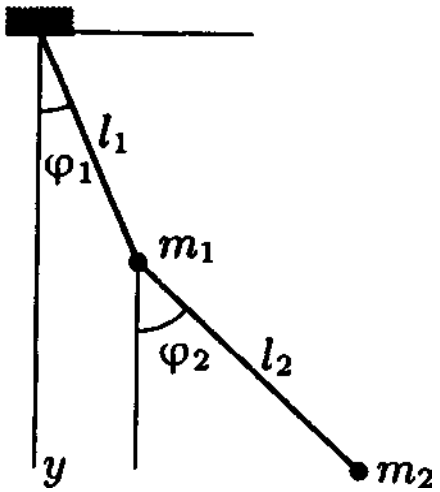

Рис.4.
2. Двойной плоский маятник (рис. 4.)